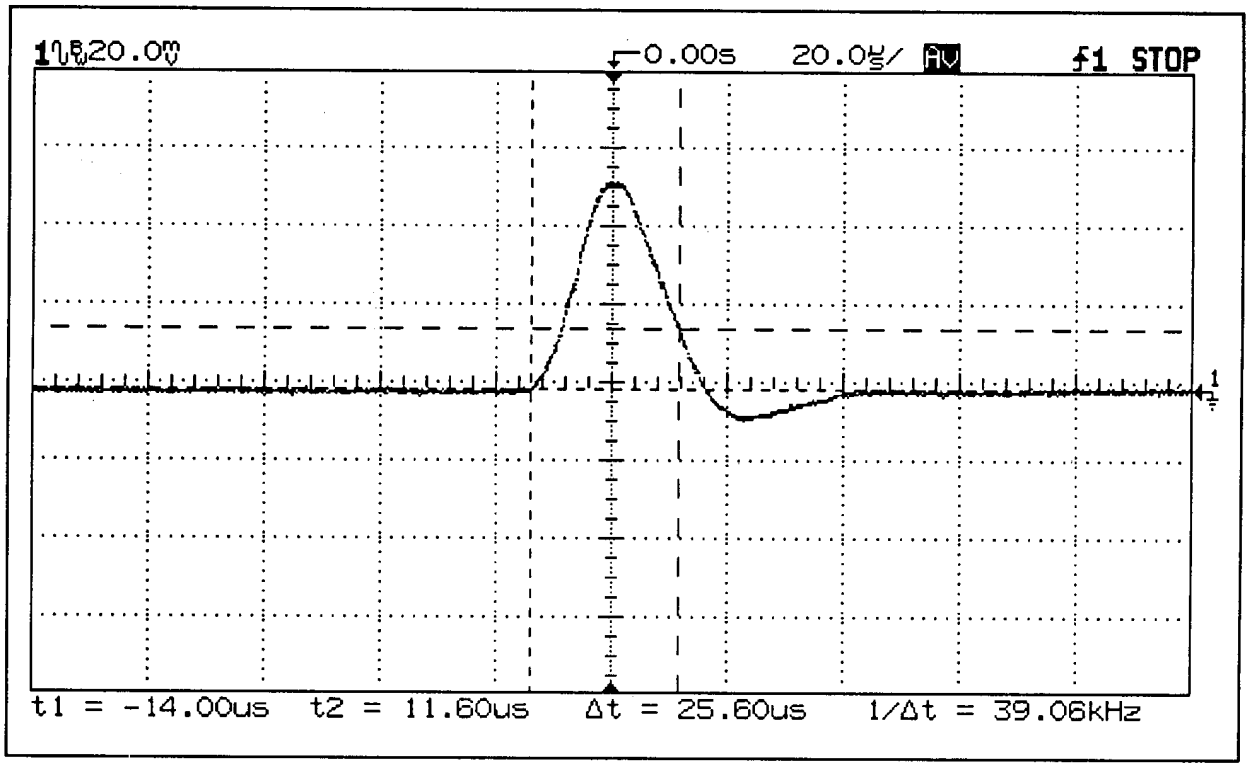

Figure A-8. Load Transient Response Time Waveform
f. Adjust the oscilloscope to display transients as in Figure A-8.